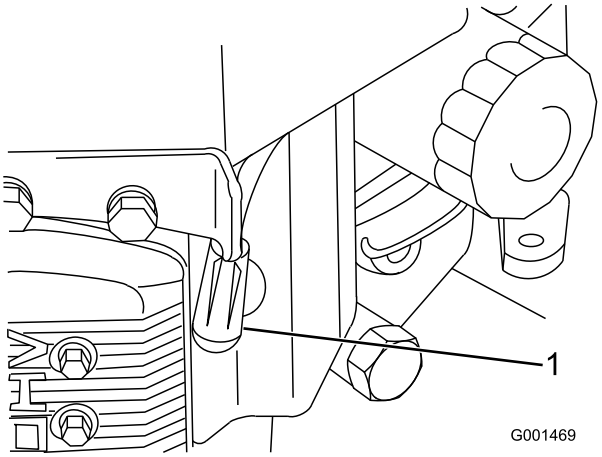

Figur 29
3. Lossa kablarna från tändstiften (Figur 29).